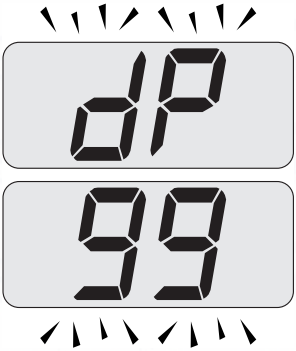

Fig. 9.23
- Press further key 13 to vary again the output in chimney sweep mode: when the LCD display displays the letters **dP** that alternate with the heating water temperature value (e.g.**99**), the "chimney sweep function" is at maximum output in domestic hot water mode (Fig. 9.23);